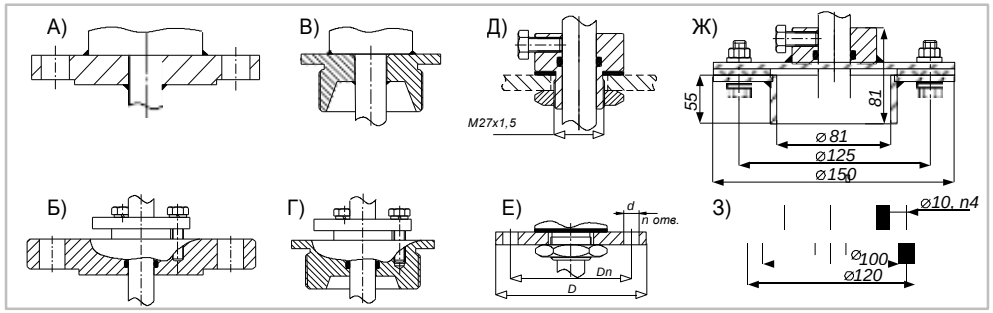

Рис. 11
Основные типы крепления преобразователей приведены на рис. 11, где:
2) Типы крепления, изображенные на рис. 11 Д,Е,Ж,З не предназначены для применения на резервуарах под давлением.